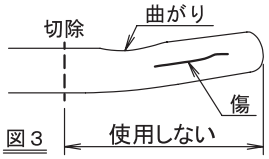

図３
❸配管の確認
(1) フレアレスジョイント挿入部に傷・曲がり・偏平・熱劣化がある場合は切除してください。（図３参照）
(2) 配管の挿入部を真っすぐに矯正してください。
(3) 内外面に異物が付着している場合は除去してください。